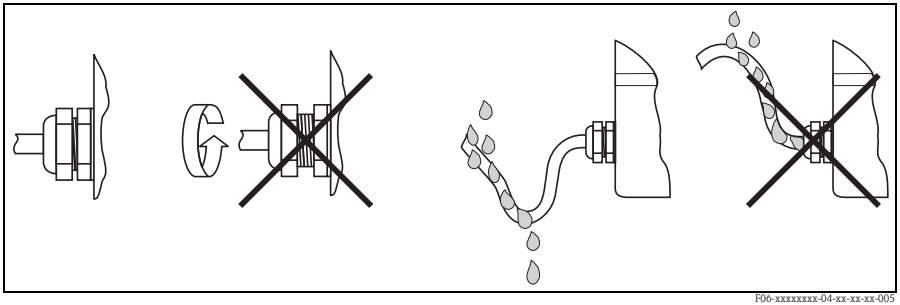

Abb. 7: Anschlusshinweise zur Einhaltung der Schutzart IP 67
- Kabelverschraubung fest anziehen (Abb. 7).
- Kabel vor der Kabelverschraubung in einer Schlaufe verlegen ("Wassersack", Abb. 7). Auftretende Feuchtigkeit kann so nicht zur Verschraubung gelangen. Montieren Sie das Gerät möglichst so, dass die Kabelverschraubungen nicht nach oben gerichtet sind.